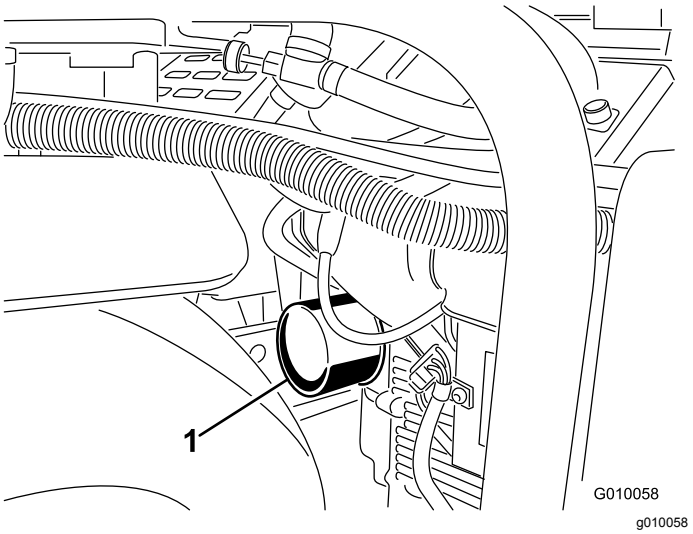
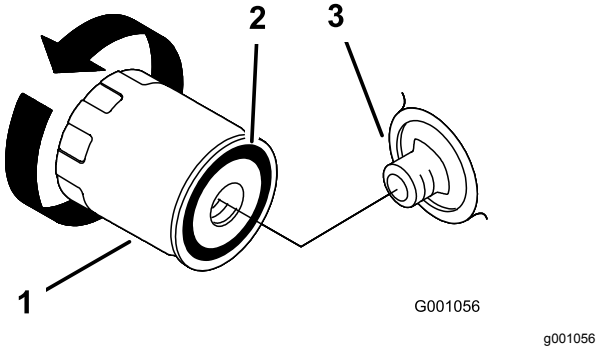

Figuur 48
Figuur 49
5. Plaats een ondiepe opvangbak of een doek onder het filter om olie op te vangen (Figuur 48).
6. Verwijder het oude filter (Figuur 48 en Figuur 49) en veeg het oppervlak van de pakking van het filtertussenstuk schoon.